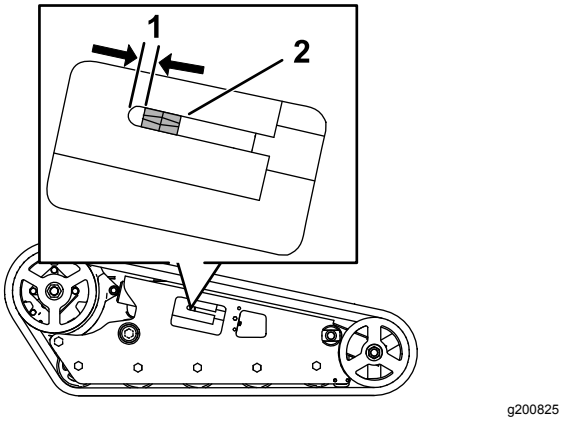

**Rysunek 57**
Nakrętka napinająca powinna znajdować się 1,3 cm od końca prowadnicy rury napinającej (Rysunek 57). Jeżeli tak nie jest, należy skorygować napięcie gąsienicy w następujący sposób:
5. Używając klucza grzechotkowego z zabierakiem 1/2 cala obracaj śrubę napinającą w lewo, aż odległość między nakrętką napinającą a tylną krawędzią rury napinacza wyniesie 1,3 mm, jak pokazano na Rysunek 57.